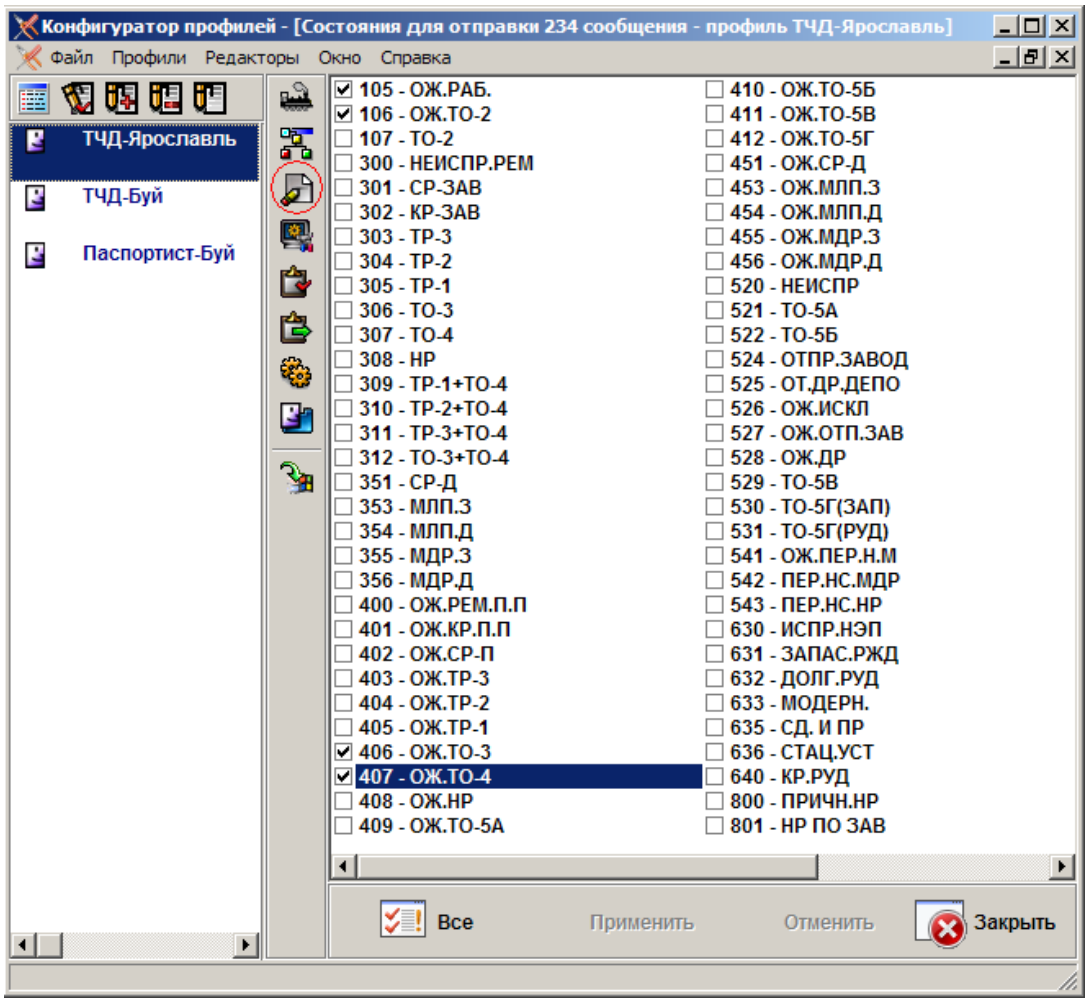

Рисунок 5.50 – Состояния для отправки 234 сообщения
– в программе «Конфигуратор» для профиля пользователя выбрать состояния, при постановке в которые необходимо отправлять 234 сообщение (Рисунок 5.50);
– в АРМ ТЧД перевести локомотив в состояние, указанное в программе «Конфигуратор» (см. рисунок 5.50), при этом будет производиться проверка на идентичность предыдущего состояния локомотива в АСУТ и текущего в АСУТ-Т с точностью до минуты, и если они совпадают, то происходит автоматическое формирование и отправка 234 сообщения. Время отправки 234 сообщения будет указываться как время совершения предыдущей операции над локомотивом + 1 минута;